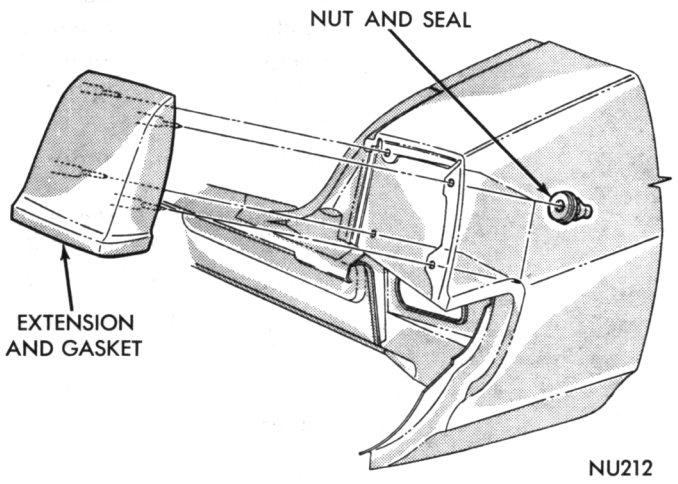
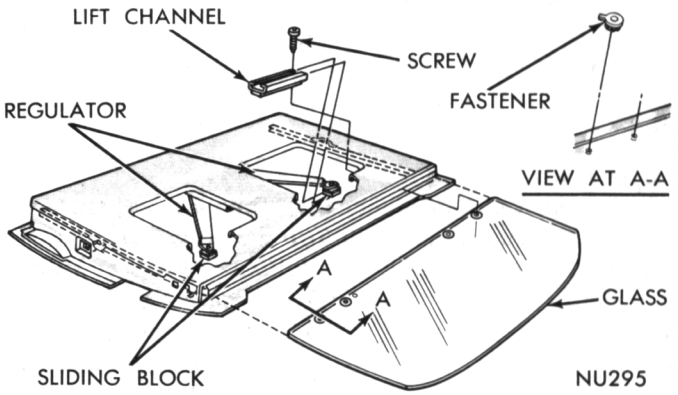

Fig. 81—Quarter Panel Extension—Except Station Wagon
Fig. 86—Glass Replacement
(1) Support glass at bottom and remove glass to lift bracket screws (Fig. 86).
(2) Slide glass up and out of door.
(3) Remove lift channel fasteners from glass (Fig. 81).
To replace the glass lift channels (Fig. 86) it is necessary to first remove the glass assembly. The channels are positioned over sliding blocks on the regulator arms.